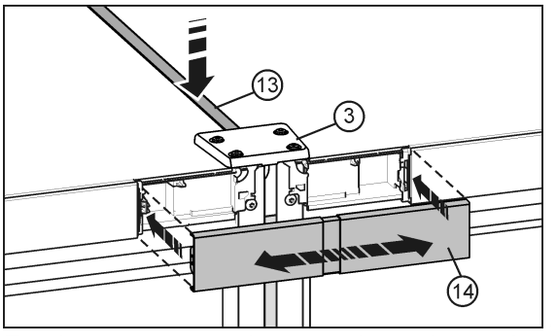

*Fig. 28*
▶ En la parte superior, presione la regleta corta *Fig. 28 (13)* para introducirla en la ranura. La regleta y la placa de unión *Fig. 28 (3)* deben quedar a ras en el canto delantero.
▶ Encaje la cubierta *Fig. 28 (14)* en el espacio todavía abierto que hay entre las dos tapas de la unidad de control. Procure que las caras exteriores de la cubierta queden al mismo nivel que las tapas de la unidad de control. La cubierta es extensible para tal fin.